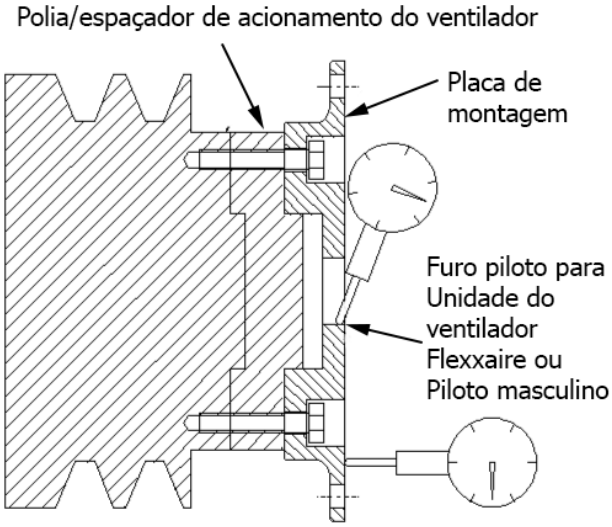

Figura 4
1. Instale o adaptador de montagem fornecido usando os parafusos do ventilador original. Se o comprimento do parafuso precisar ser alterado, use um tipo de parafuso equivalente ou melhor. Siga as especificações de travamento de rosca e torque do fabricante do equipamento original ao instalar o adaptador de montagem na unidade do ventilador. Consulte a Figura 4.
2. Configure o indicador de quadrante para medir o desvio axial do adaptador de montagem na superfície de montagem do ventilador. O desvio não deve exceder 0,13 mm (0,005 pol.). Consulte a Figura 4.
3. Configure o indicador de quadrante para medir o desvio radial do adaptador de montagem na superfície do orifício piloto ou na superfície piloto masculina. O desvio não deve exceder 0,13 mm (0,005 pol.). Consulte a Figura 4.